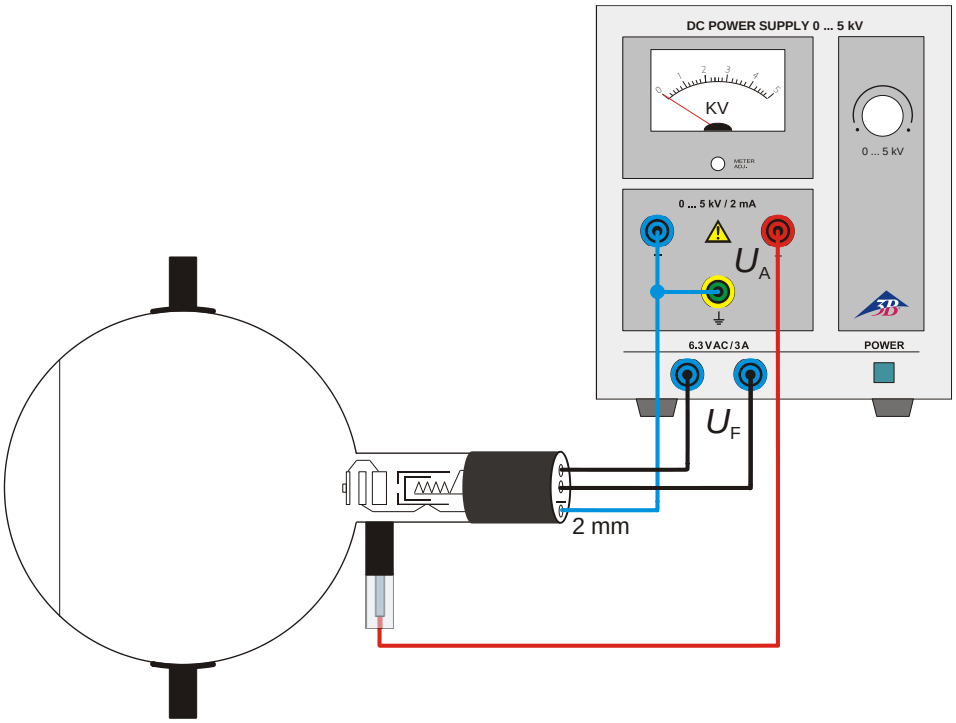

Fig. 2 Beschaltung der Elektronenbeugungsröhre D
- Versuchsaufbau gemäß Fig. 2 herstellen. Negativen Pol der Anodenspannung über die 2-mm-Buchse schalten.